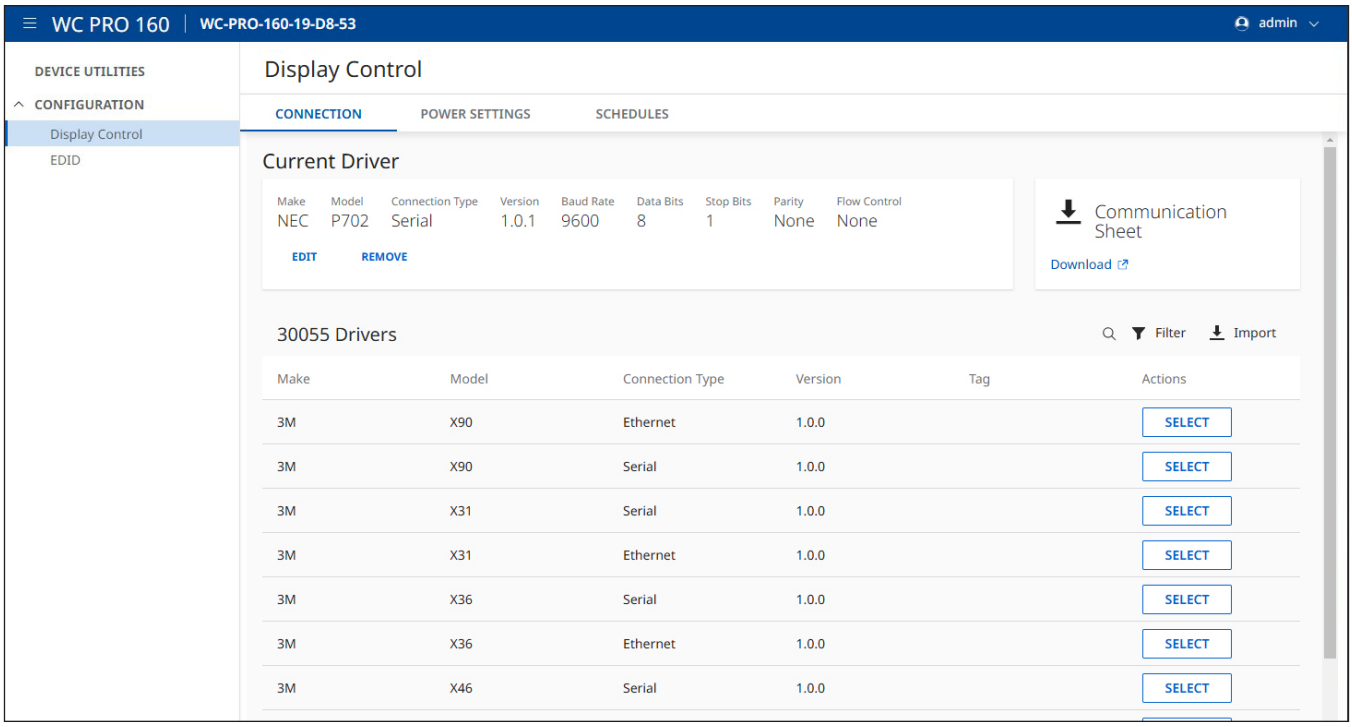

Figure 36. Display Control Page
The `Display Control` page has three tabs to connect a display, turn power on and off via the HDMI signal presence or a connected occupancy sensor, and create schedules to turn the display on and off. When the **`Display Control`** tab (❼) is selected, the page opens to the `Connection` panel (see **figure 36** on the next page).